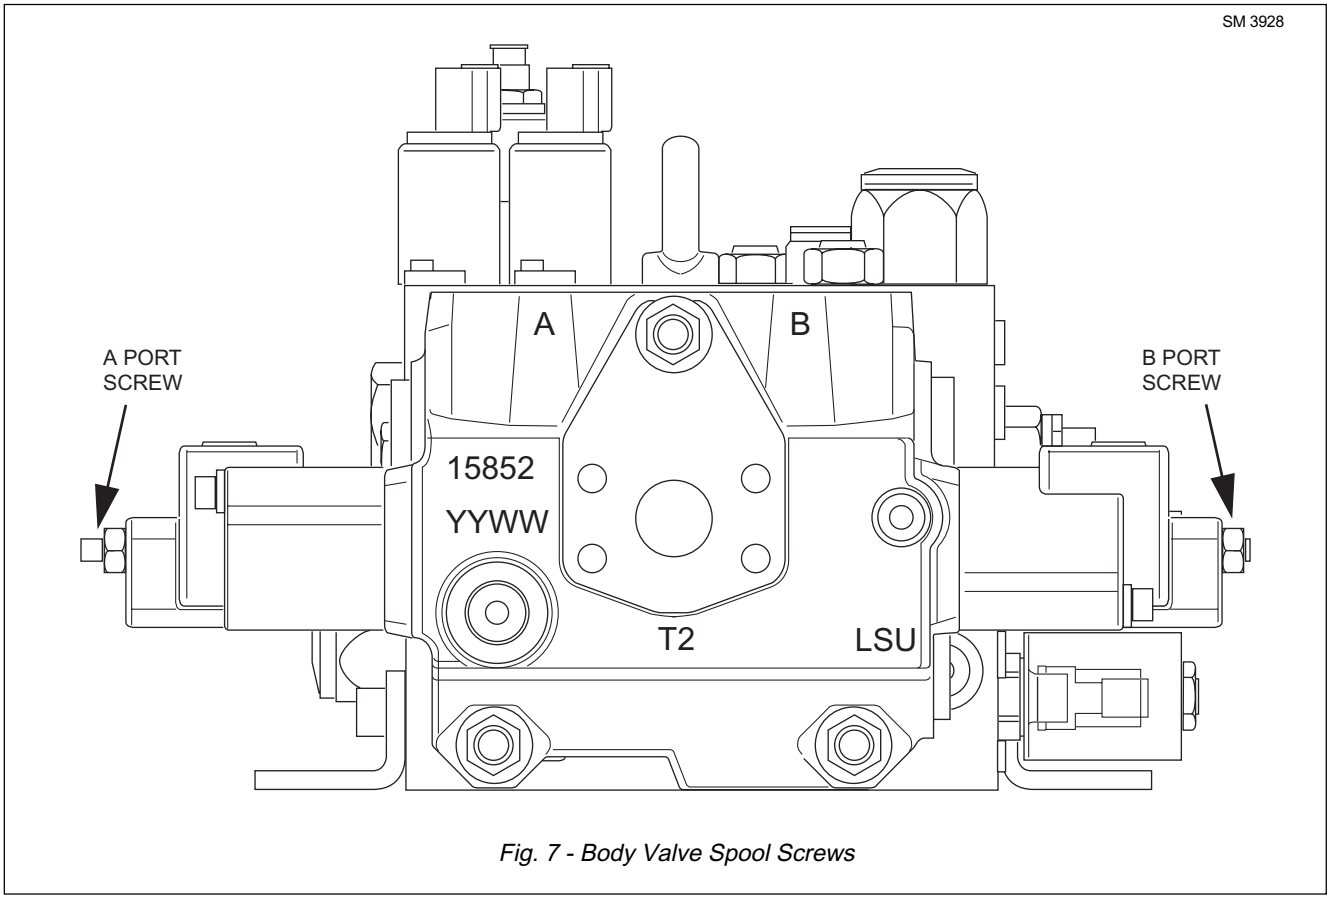

Fig. 7 - Body Valve Spool Screws
4. Locate the spool screws identified as A and B respectively on Figure 7. Measure and record the height of the outer face of each screw from the casing of the Body Section of the Main Hydraulic Valve.